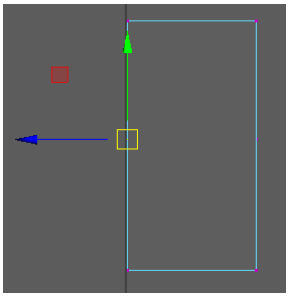

Figure 2-84 *Dragging the selected vertices along the -Z axis*
4. Maximize the side-X viewport. Select the left most vertices in the side-X viewport and then drag them along the -Z axis to reduce the size of *base*, as shown in Figure 2-84.